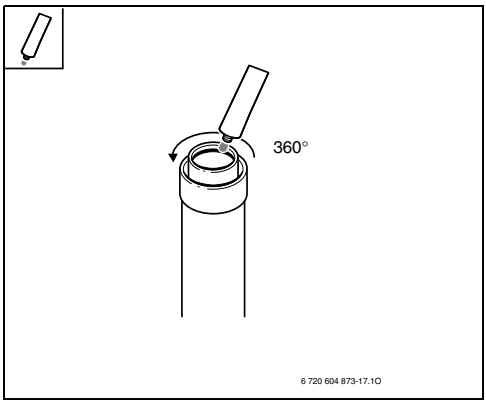

Рис. 29
►Слегка смажьте сторону дымохода не содержащей растворителя смазкой (например, вазелином) (Рис. 29).